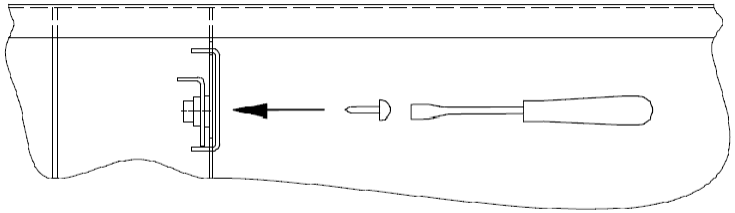

**Рис.9**
5.8. Установить планки поддерживающие решётку на среднии опоры, зафиксировать винтами (рис.9).